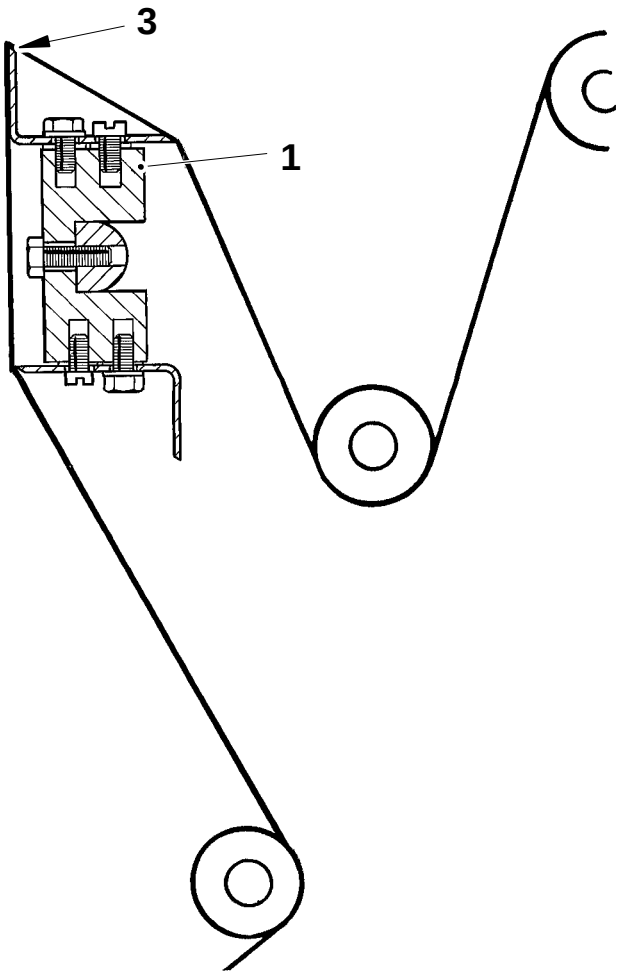

Fig.1
c) Synchronize the creases of the web with the crease wheel (1). The top creases are to match the short edge (3) of the crease wheel.
e) Loosen the screws (2), see fig. 2, and shift the crease wheel (1) up or down to get it vertical, see fig. 1.
Loosen the screws (1) and set the bending roller in its bottom position (on volume 200S ml, there should be a 26±0.5 mm gap between the bearing and the bottom of the groove), see fig. 1.